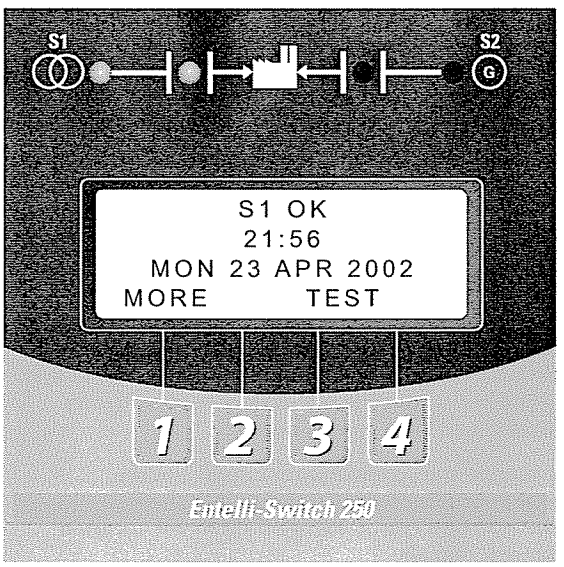

Figure 7
B. LCD and Keypad located on the exterior of the door (see figure 7)